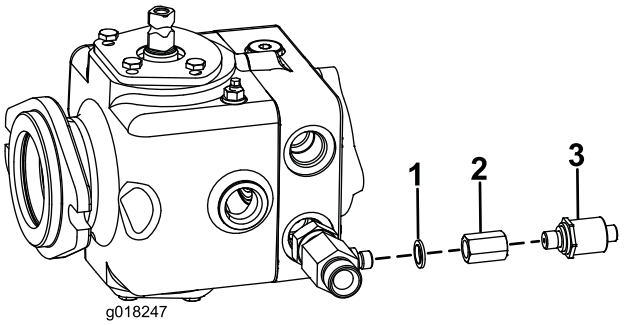

Figure 6
3. Vissez l'adaptateur de manocontact dans le raccord en T avec un joint Dowty de 1/4" (Figure 6).
4. Vissez le manocontact dans cet adaptateur (Figure 6). Serrez le manocontact à 34 Nm.